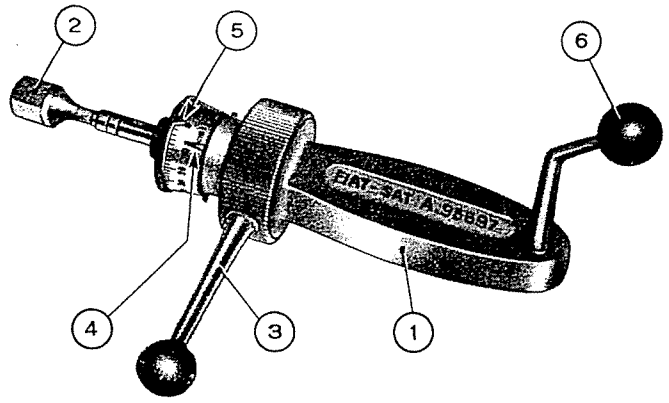

Abb. 255 - Dynamometer zur Kontrolle des Rolldrehmoments der Radnabenlager.
Stütze **A. 95697/2** für das Dynamometer an der Bremstrommel befestigen, Zapfen (2, Abb. 255) des Dynamometers **A. 95697** in den Bremstrommelsteg einsetzen und dann Hebel (3) greifen.